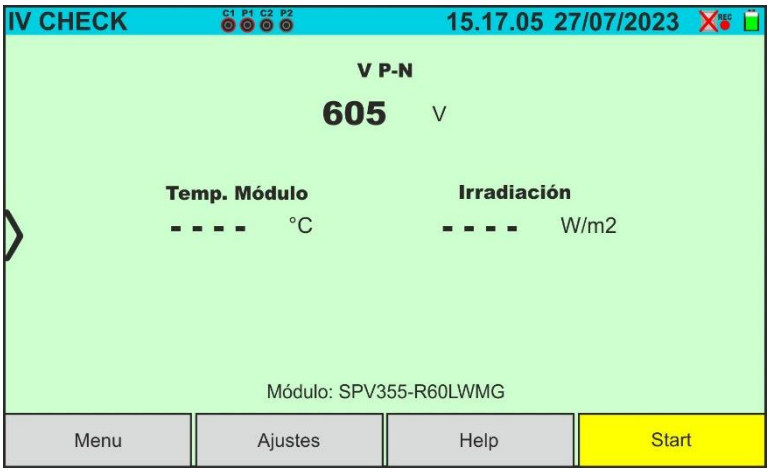

Fig. 74: Pantalla inicial prueba IVCK sin unidad remota sobre módulos Monofaciales
9. En caso de módulos **Monofaciales,** la pantalla de Fig. 74 se muestra en el visualizador. Se muestran los siguientes parámetros: